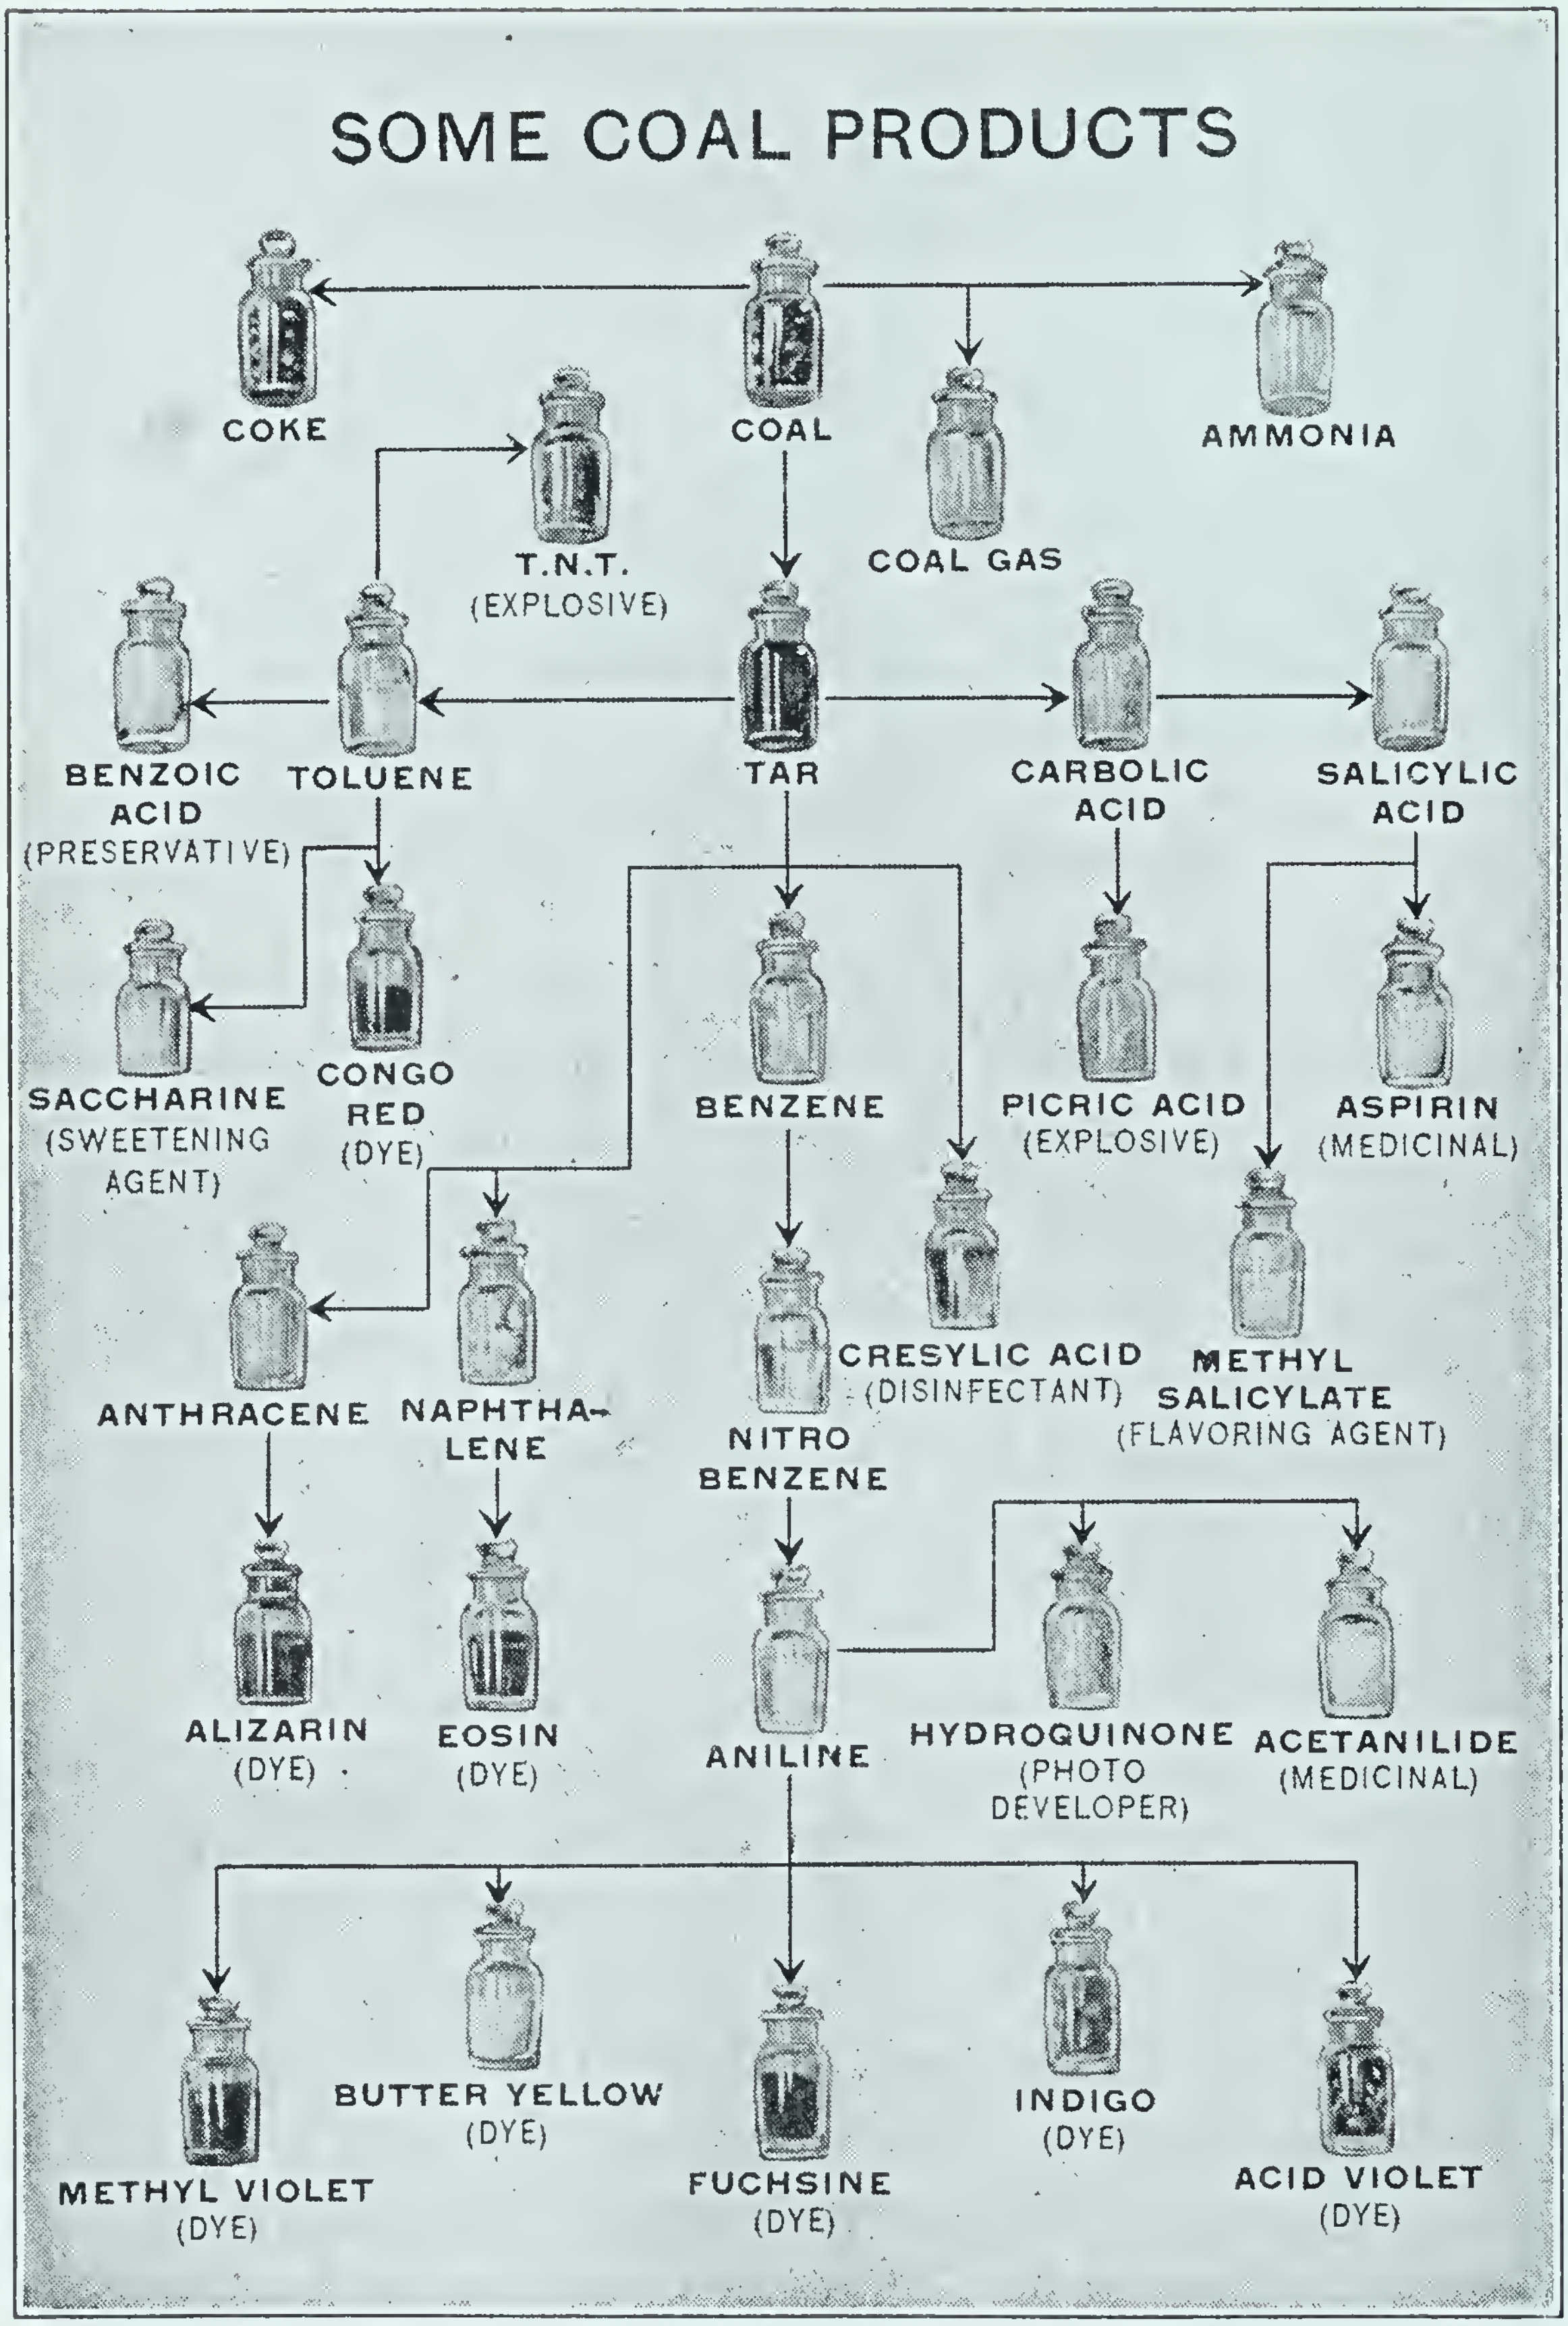

Fig. 369. Chart showing the derivation of some coal-tar compounds
The chart (Fig. 369) gives us some idea of the kinds of compounds that we owe to coal tar, and also the relation of the compounds to each other.
12. Inspect Fig. 369, and select four substances that are directly formed by heating soft coal in closed retorts.
15. Inspect Fig. 369, and select a compound obtained from coal tar which serves for the preparation of all four of the following: a dye; a preservative; an explosive; a sweetening agent.
1. In Fig. 369 trace the steps in the preparation of aspirin from coal.